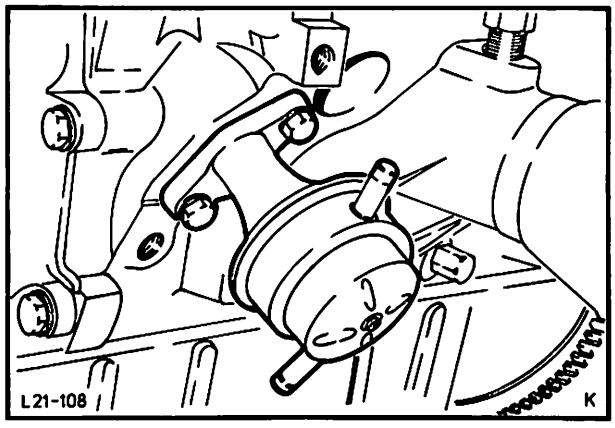

Abb. 144 Kraftstoffpumpe abschrauben
13. Kraftstoffpumpe (2 Schrauben) abschrauben und Stößel herausnehmen, Abb. 144.